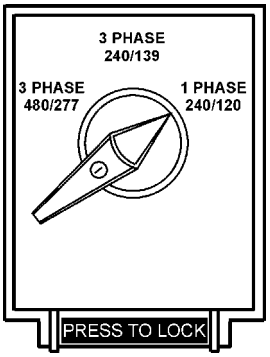

Figure 37. Voltage Selector Switch
1. Place the ***voltage selector switch*** in the desired voltage position (Figure 37)..